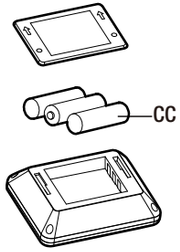

Figura 2
1. Para instalar las pilas (CC) deslice hacia abajo la tapa de las pilas (FF). (Figura 2)